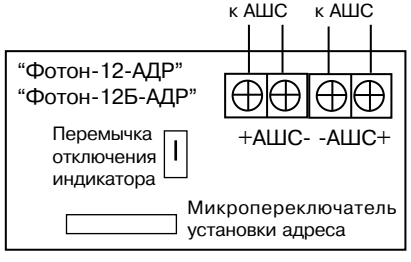

Рис. 6.6
- выполните соединения в соответствии с рис. 6.6;